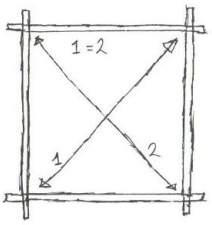

*Fig. 2. Diagonalmål 1 og 2 skal være ens.*
**Kontrollér diagonalerne**, før du går videre. De to diagonalmål skal være ens (fig. 2). Justér bundrammen, indtil de er det.